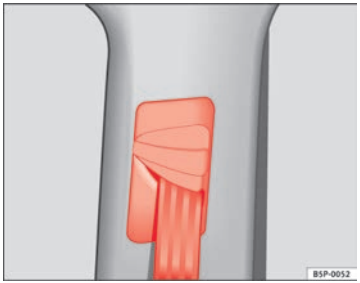

Fig. 17 Location of the belt height adjuster
– Press the upper part of the shoulder belt guide and hold it in this position ⇒ fig. 17.